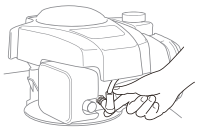

Fig.6A
1. El equipo dispone de una bota de goma sobre el extremo de la bujía, garantizando que el lazo metálico del extremo del cable de la bujía (en el interior de la bota de goma) esté bien sujeto sobre la punta metálica de la bujía. Comprueba que la bota esté bien sujeta a la bujía. (Fig .6A)